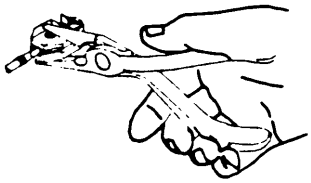

Figure 6
8. Using a pair of pliers, squeeze the two parts together to make both physical and electrical connections (see Figure 6).